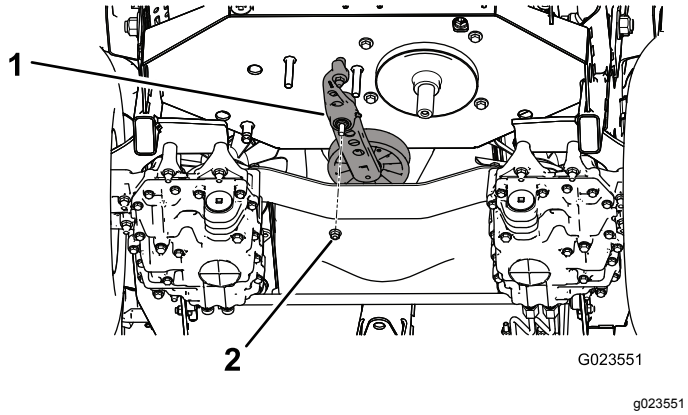

Figur 57
5. Lossa muttern som fäster spännmonteringen vid ramen (Figur 57).